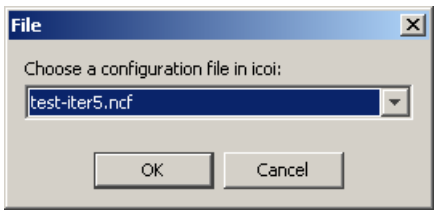

Figure 55 File dialog box
3. The **File** dialog box appears, as shown in Figure 55 on page 85. This dialog provides a drop-down list of the *.ncf files in the selected directory.